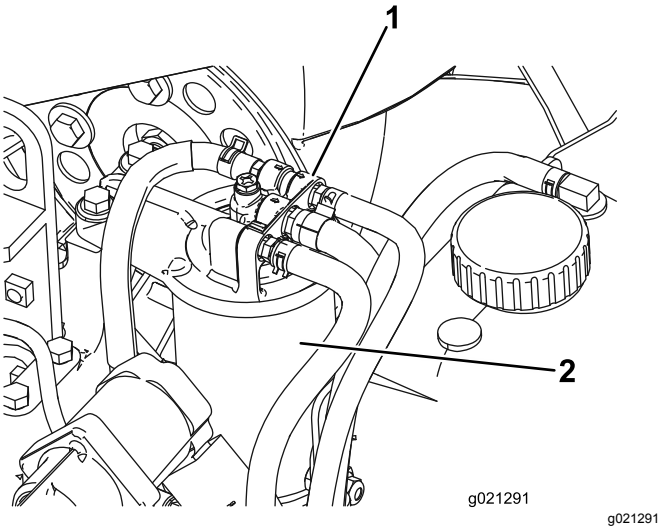

**Figur 59**
1. Rengør området omkring brændstoffilterhovedet (Figur 59).
2. Afmonter filteret, og rengør filterhovedets monteringsflade (Figur 59).